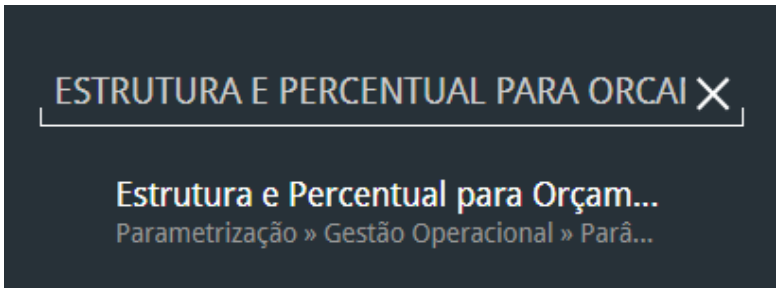

Figura 42: Caminho
2. Digite **Estrutura e Percentual para Item Operacional** na barra de pesquisa (Figura 42) e selecione o resultado correspondente.